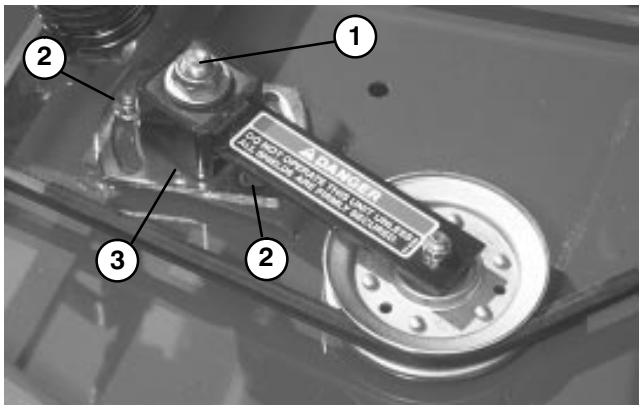

Figure 4
2. Loosen (2) nuts securing idler plate so tension of the idler pulley against the belt is released (Fig. 4).